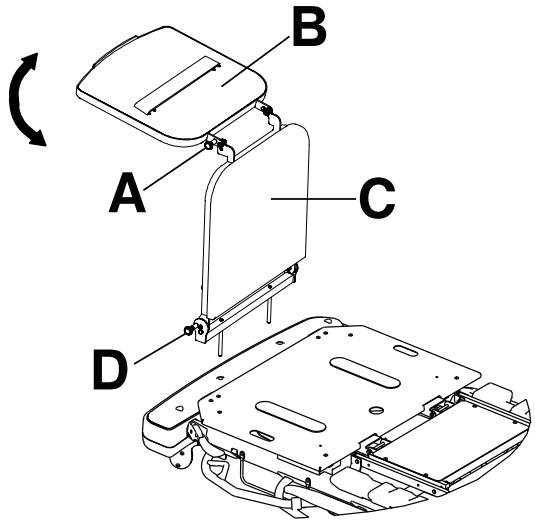

Abbildung 7 – Defibrillator-Tablett-/Fußteilverlängerung
1. Den oberen Knopf (A) herausziehen (Abbildung 7).
2. Das Defibrillator-Tablett (B) drehen, bis sich das Tablett flach über dem Fußende des Produkts befindet. Den oberen Knopf (A) lösen. Sicherstellen, dass das Defibrillator-Tablett arretiert ist.
Umwandlung der Defibrillator-Tablett-/Fußteilverlängerung in eine Fußteilverlängerung (Abbildung 7):